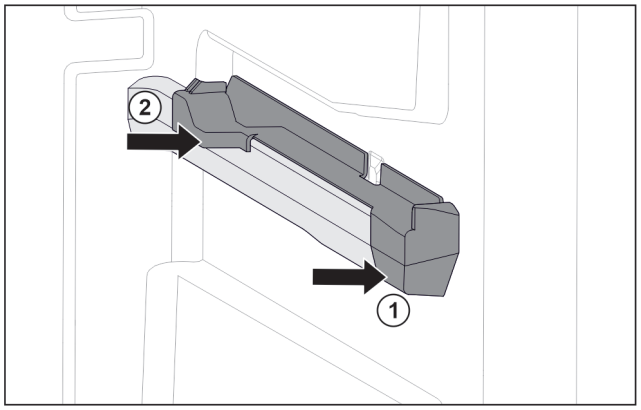

*Fig. 196 Piesă de fixare pe nervura din dreapta a recipientului*
▶ Așezați piesa de fixare în față pe nervura recipientului. *Fig. 196 (1)*
▶ Apăsați piesa de fixare spre spate. *Fig. 196 (2)*